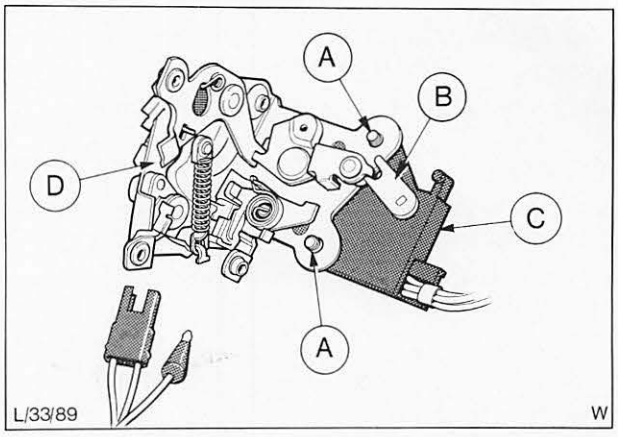

Abb. 29 A = Befestigungsschraube
3. Schalter am Schloß anbringen und mit zwei Schrauben sichern. Sicherstellen, daß die Aussparung im Schalterarm mit dem Hebel des Schlosses einrastet, Abb. 29.